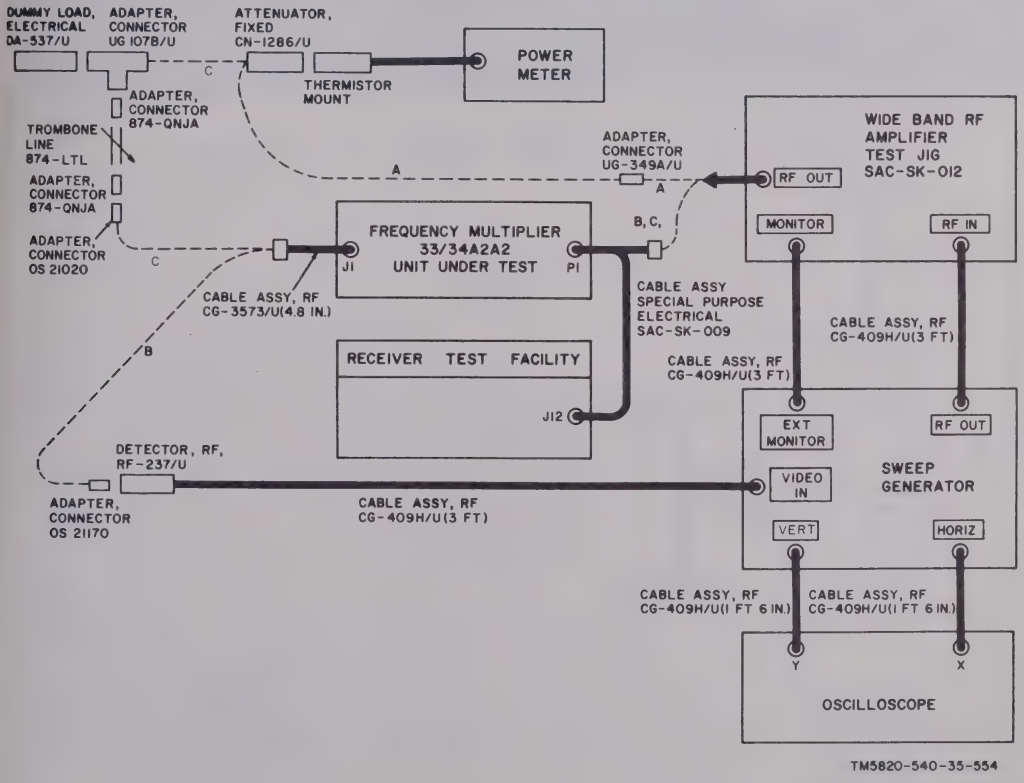

Figure 4–242. Frequency multiplier 33A2A2 or 34A2A2 power output check, test setup.
3. Reconnect the test equipment as shown in B, figure 4–241.
4. Slightly adjust C1 and C5 (fig. 4–243) to obtain the best compromise of minimum reflected power over the frequency range.
(*a*) Connect the test equipment as shown in A, figure 4–242.